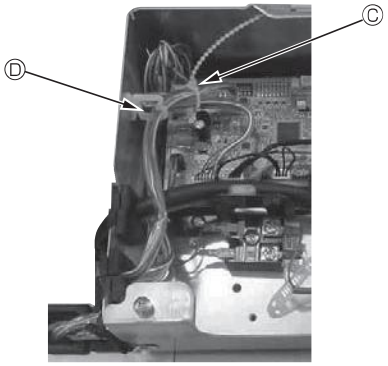

Fig. 10-14
- **Placer de overskydende dele af i-See-sensorens og signalmodtagerens tilslutningsledninger i ledningsklipsen i boksen med elektriske komponenter som vist i diagrammet, og fastgør ledningerne sammen med beslaget. (Fig. 10-14)**